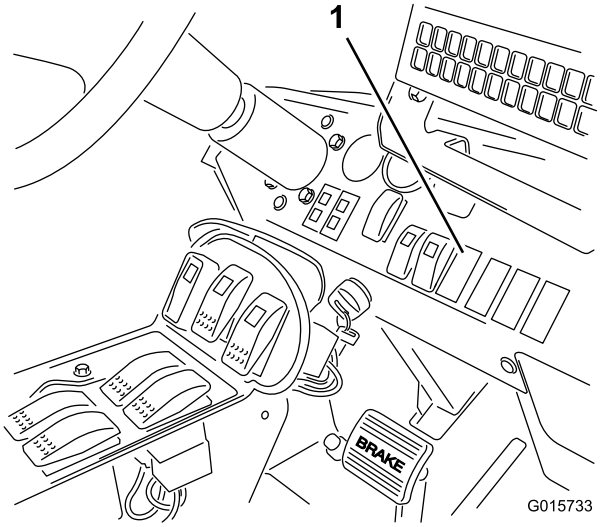

Figuur 18
2. Verwijder de schakelplug uit het dashboard op de plaats afgebeeld in Figuur 18.